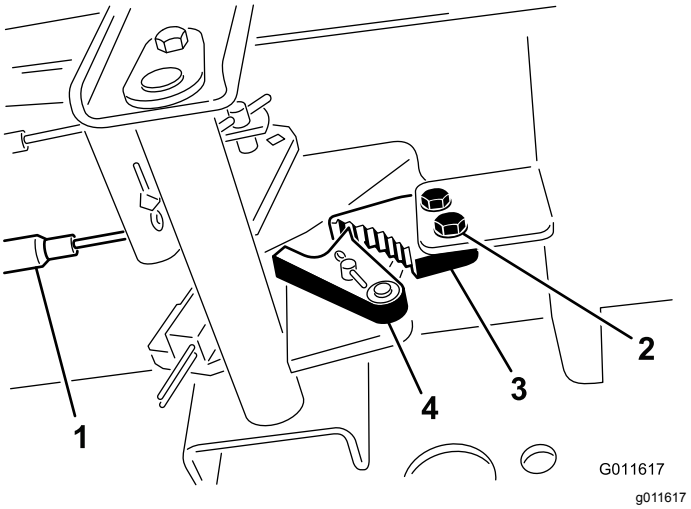

**Figur 68**
1. Løsn de 2 skruer, der fastgør parkeringsbremsepalen på stellet (Figur 68).
2. Tryk parkeringsbremsepedalen frem, indtil parkeringsbremselåsen kobler helt ind på bremsepalen (Figur 68).